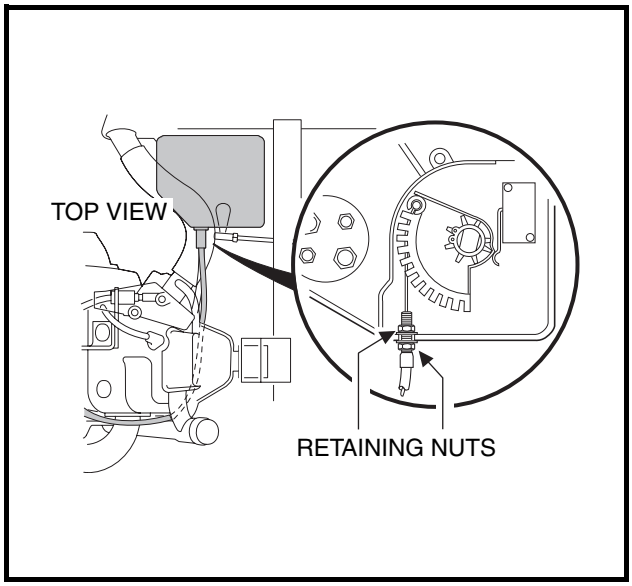

Figure 16-13 Throttle Cable
4.5. Remove the cover from the electrical component box. Then loosen the hardware securing the accelerator cable to the box. Disconnect the cable from the actuator cam and remove it from the box **(Figure 16-13, Page 16-9)**.